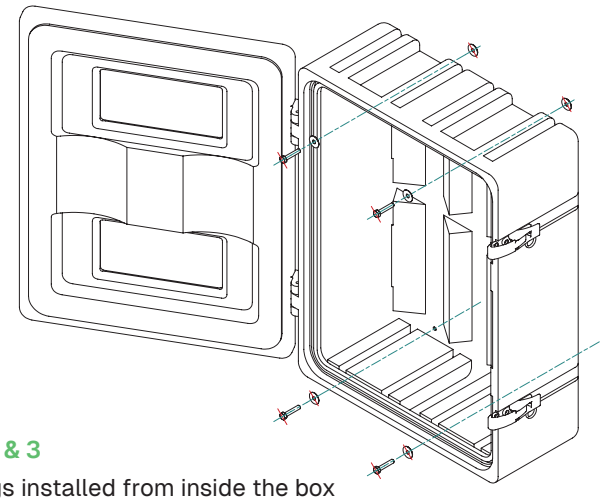

Fig. 2 & 3
5. Secure Fixings: Install fixings from inside the box. Fit washers under heads. (See Fig. 2 & 3)